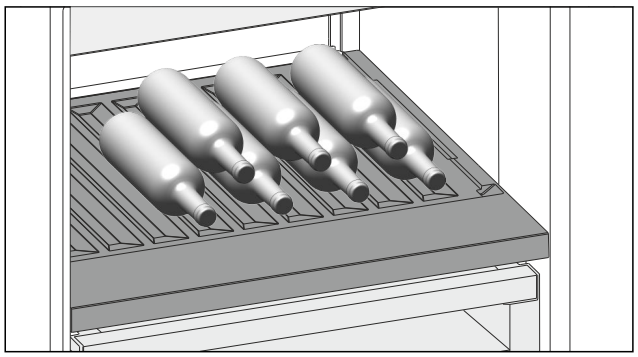

Fig. 119
▶ Introduceți sticlele cu fundul în spate, către peretele posterior. (vezi Fig. 119)